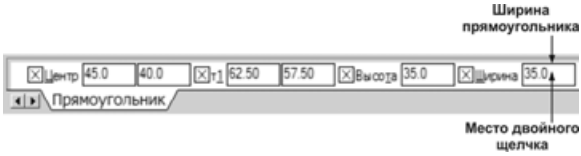

Рис. 2.72
- Двойным щелчком мыши активизируйте поле **Ширина прямоугольника**, введите значение 35 (рис. 2.72) и нажмите клавишу <Enter> — система зафиксирует ширину прямоугольника.